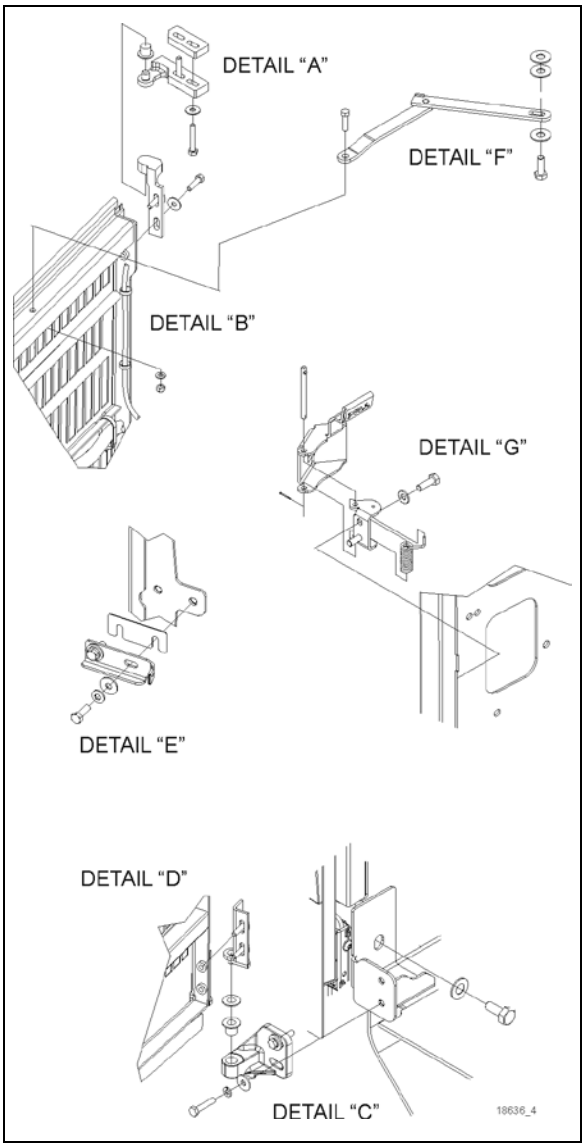

FIGURE 65: RADIATOR DOOR DETAILS
1. Loosen the bolts, (“A” & “C”, Figure 65) holding the hinge to the vehicle structure to shift the door "LEFT or RIGHT".
2. Loosening the bolts (“B” and “D”, Figure 65) allows the door to be shifted "UP or DOWN".
To adjust the latch mechanism ("E" and "G", Figure 65) and the striker pin:
1. Open the door and slightly loosen the latch tab ("E", Figure 65).